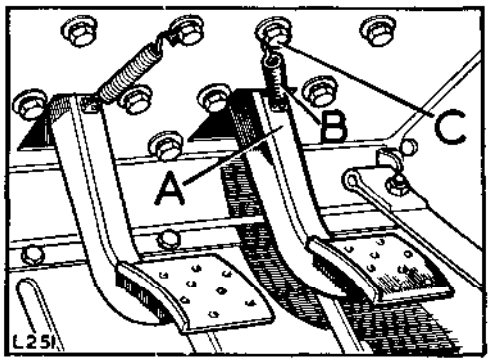

**Fig. H1-58. Brake pedal bracket fixings**
4. Secure the brake pedal and bracket assembly to the toe box, ensuring that the gasket remains in posiition. See Fig. H1-58.